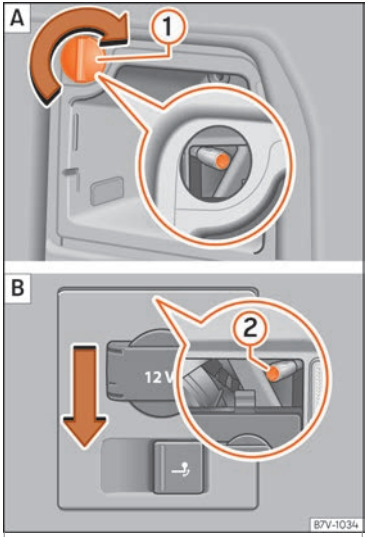

Fig. 115 On the side of the boot: removing the left and right hand side rear lights. (1) remove the cap; (2) attachment screw
3.	Rotate the cap (1) 90° in the direction of the arrow and remove it.
4.	Unscrew the attachment screw ››› Fig. 115 (2) using the screwdriver from the vehicle tool kit ››› page 85. The bolt is secured in its position.